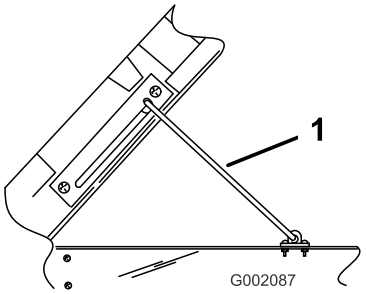

Figur 15
2. Træk støttepinden ind i den forsænkede åbning for derved at fastgøre ladet (Figur 15).